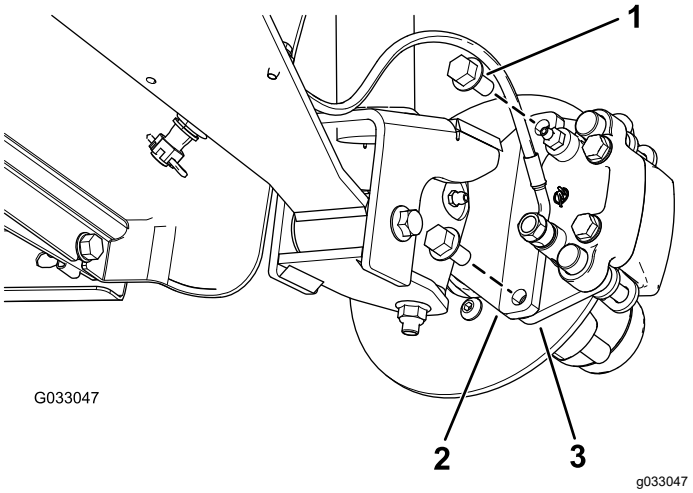
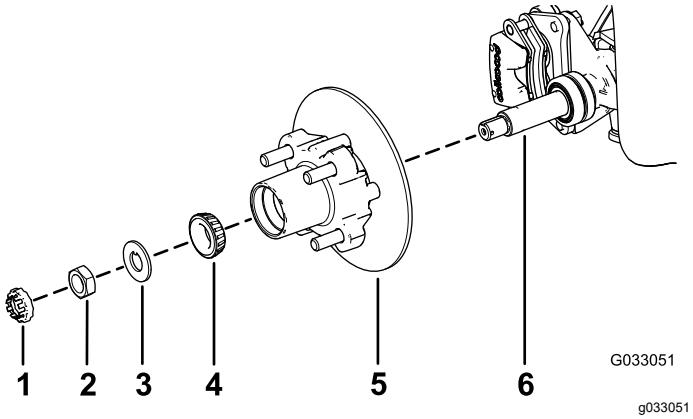

Figur 23
Figur 27
3. Ta bort de flänsskruvar (⅜ x ¾ tum) som håller fast fästet för bromsenheten vid spindeln, och separera bromsen från spindeln (Figur 23).
1. Stryk på ett tunt lager av det angivna fettet på spindeln (Figur 27).
2. Montera navet och rotorn på spindeln med rotorn inåt (Figur 27).
3. Montera det yttre lagret på spindeln och placera lagret på den yttre banan (Figur 27).
4. Montera säkringsbrickan på spindeln (Figur 27).
5. Gänga på spindelmuttern på spindeln och dra åt muttern till 15 Nm samtidigt som du roterar navet för att ställa in lagren (Figur 27).
2. Rikta in bromsklossarna på vardera sidan om rotorn (Figur 23) och hålen i bromsokets fäste med hålen i bromsfästet på spindelramen (Figur 27).
3. Fäst bromsokets fäste på spindelramen (Figur 23) med de två flänsskruvarna (⅜ x ¾ tum).